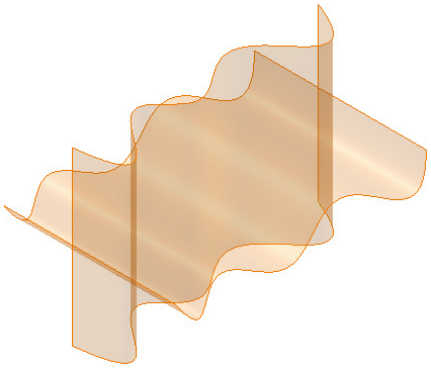
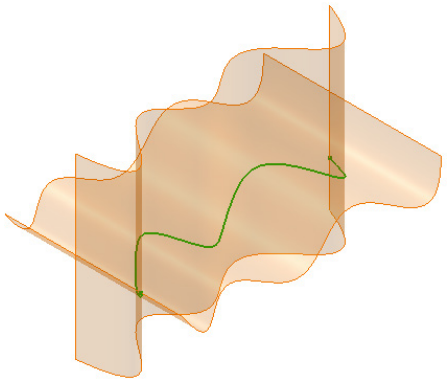

***Figure 18-23*** *Intersecting surfaces*
***Figure 18-24*** *3D curve created using the surfaces*
**geometry to be intersected** button will be chosen automatically. Now, select the other intersecting surface and then choose **OK** button; a 3D curve will be created at the intersection of the two selected geometries. Figure 18-23 shows two intersecting surfaces and Figure 18-24 shows the resultant 3D curve created using the intersecting surfaces.